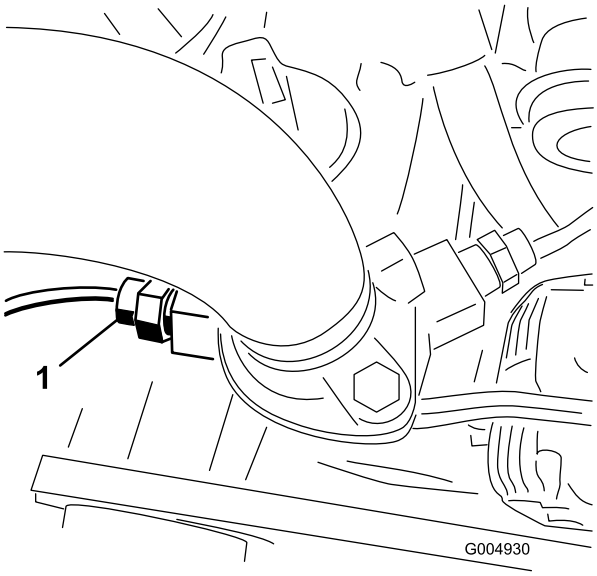

Figur 15
2. Frakobl ledningen, og fjern termokontakten fra venstre side af motorens termostathus (Figur 15). Kasser kontakten.